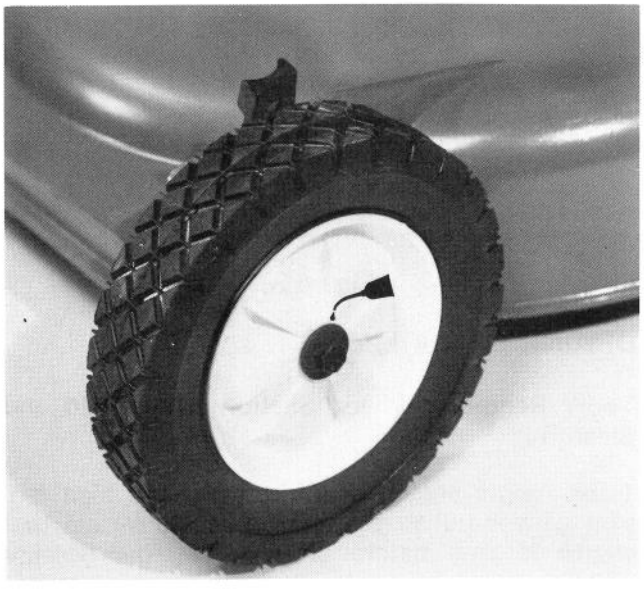

Figure 24
1. After every 25 hours of operation or at the end of the mowing season, apply 2 or 3 drops of light oil on the inside of all the wheel bolts (Fig. 24). Spin the wheel to distribute oil into the wheel bushings. Wipe up any excess oil.